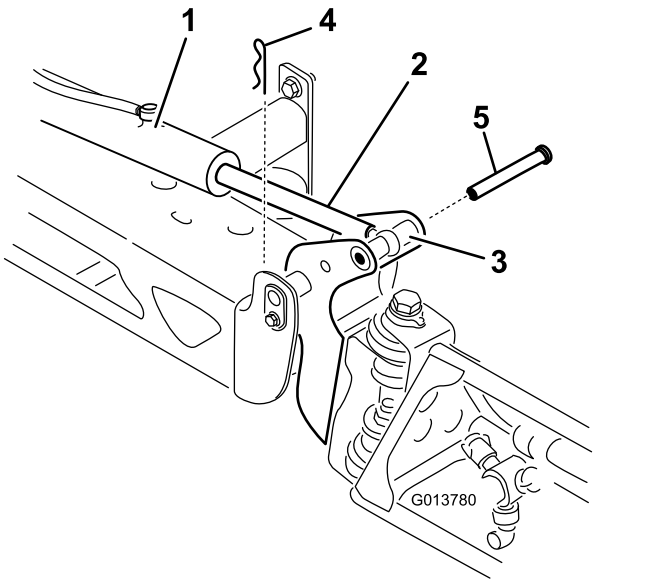

Figura 118
2. Retire o contrapino do pino de articulação (Figura 118).
3. Eleve rampa e retire o pino (Figura 118) e lentamente baixe a rampa para o solo.
9. Enquanto segura na rampa, insira o pino através tanto da articulação da rampa como da extremidade da barra (Figura 118).